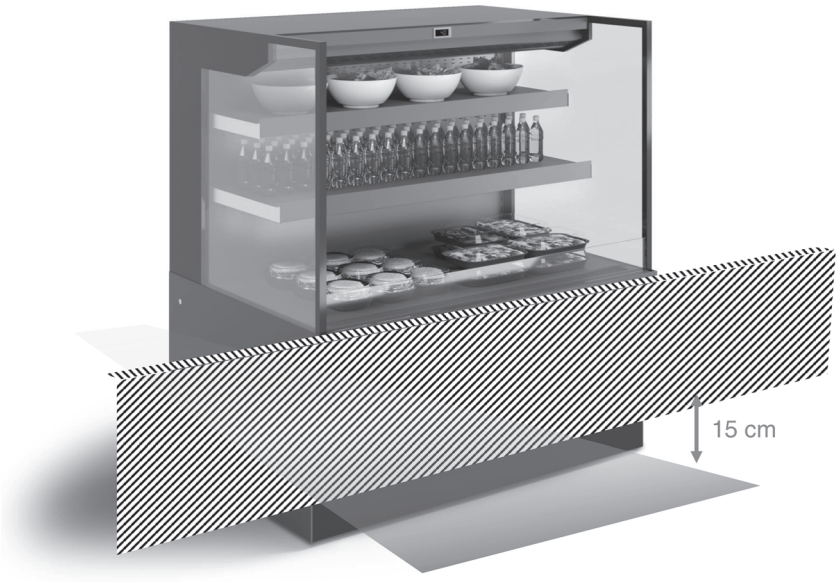

fig. 15
- The possible positioning of the front panel to the showcase must respect a minimum distance from the floor of 15 cm, to ensure proper air circulation to allow proper cooling and operation of the showcase (fig.15) .